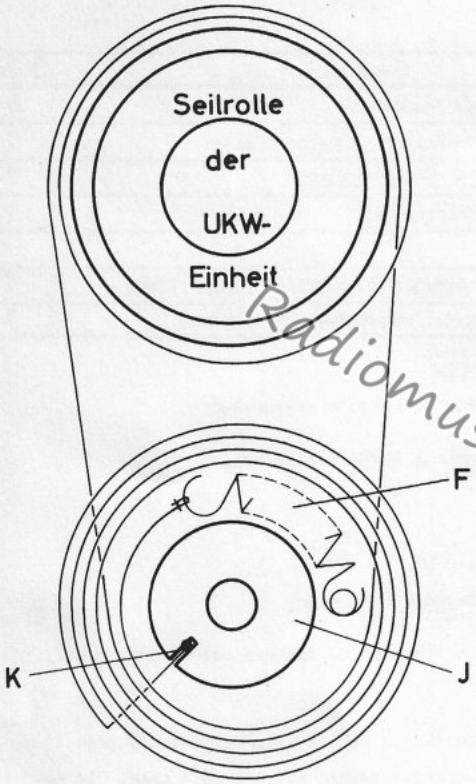

Abb. 1
C) Seilführung. (Hierzu siehe Seilführungsplan Abb.1.)